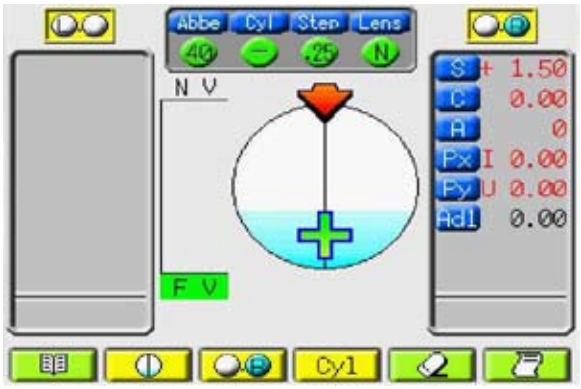

Figure OP-10 Far Point Saved
5. When you find the far point, the symmetrical blue cross turns green. When you hear a beep, the message “Marking OK” appears and the data turns red, your far point measurement is automatically saved. Refer to Figure OP-10.